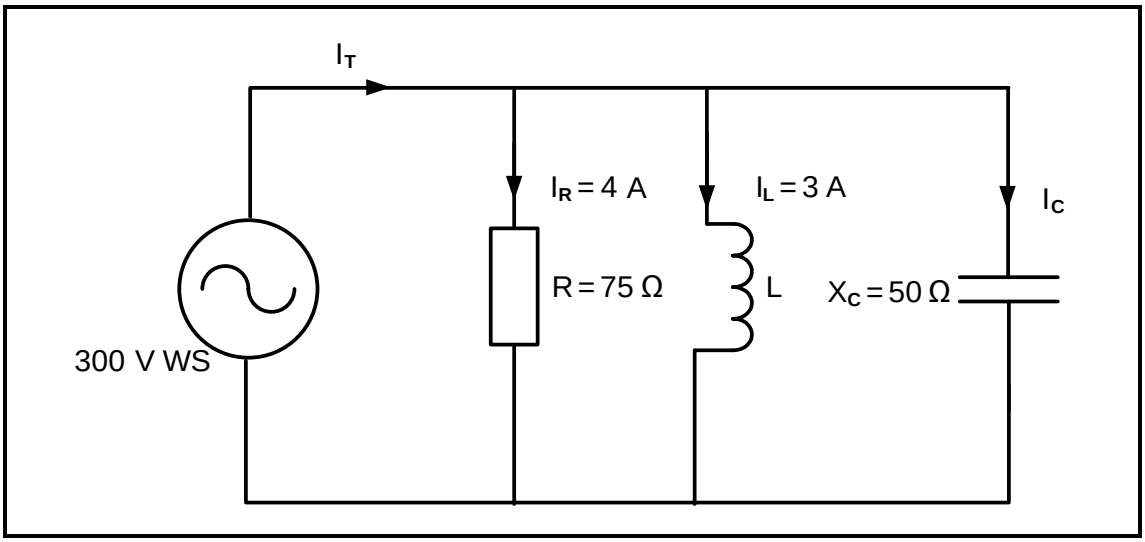

FIGUUR 2.4: PARALLELLE RLC-KRINGBAAN
2.4 FIGUUR 2.4 hieronder toon 'n parallelle RLC-kring wat bestaan uit 'n 75 Ω-weerstand, 'n induktor met onbekende induktansiewaarde en 'n kapasitor met 'n kapasitiewe reaktansie van 50 Ω wat almal oor 'n 300 V-WS-toevoerspanning gekoppel is. Die stroomvloei deur die weerstand is 4 A en die stroomvloei deur die induktor is 3 A. Beantwoord die vrae wat volg.